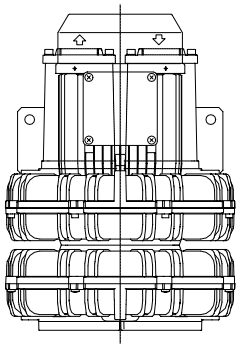
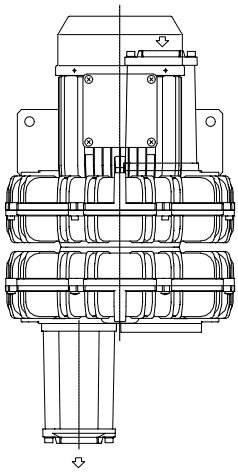
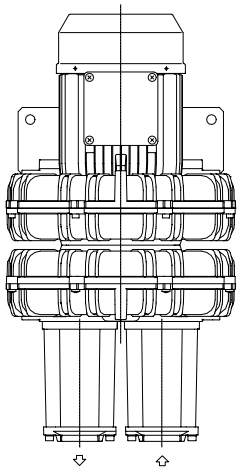

Fig.2
Fig.3
Fig.4
Fig.2 with 90° manifold
Fig.3 with two 90° manifolds
Fig.4 with 90° manifold
1. Identify the desired configuration (Fig.2, Fig.3, Fig.4).